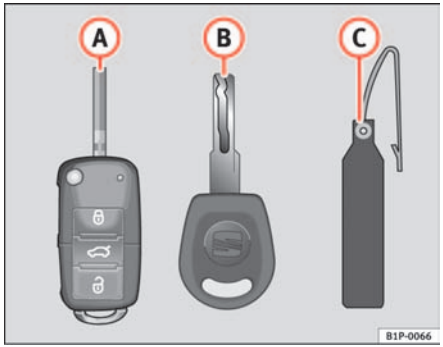

Fig. 63 Set of keys
- one remote control key ⇒ fig. 63 (A) with folding key bit,
- one key without remote control (B),
- one key tab (C) with the key number.
Spare keys cannot be issued without the key number on the key tab ⇒ fig. 63 (B). Therefore:
- Use both keys that have been delivered with the vehicle⇒ page 97, fig. 63, the key fitted with the remote control (A) and the normal key (B) .